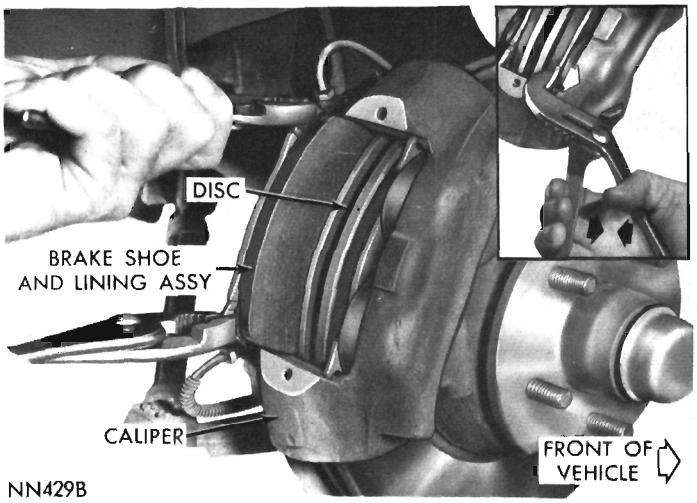

Fig. 6—Removing Brake Shoe and Lining
(1) Raise vehicle on a hoist or jackstands.
(2) Remove wheel covers, and wheel and tire assembly.
(3) Remove shoe retainer assemblies.
(4) Using two pair of pliers, grasp tabs on outer ends of shoes, remove shoe and lining by pulling outward (Fig. 6). Due to a ridge of rust that may build up on rotor surface outside of lining contact area, it may be necessary to force piston back slightly into bores. Pistons can be forced back into bores by forcing shoe back with a water pump pliers placed on corner of the shoe and caliper housing (Fig. 6).